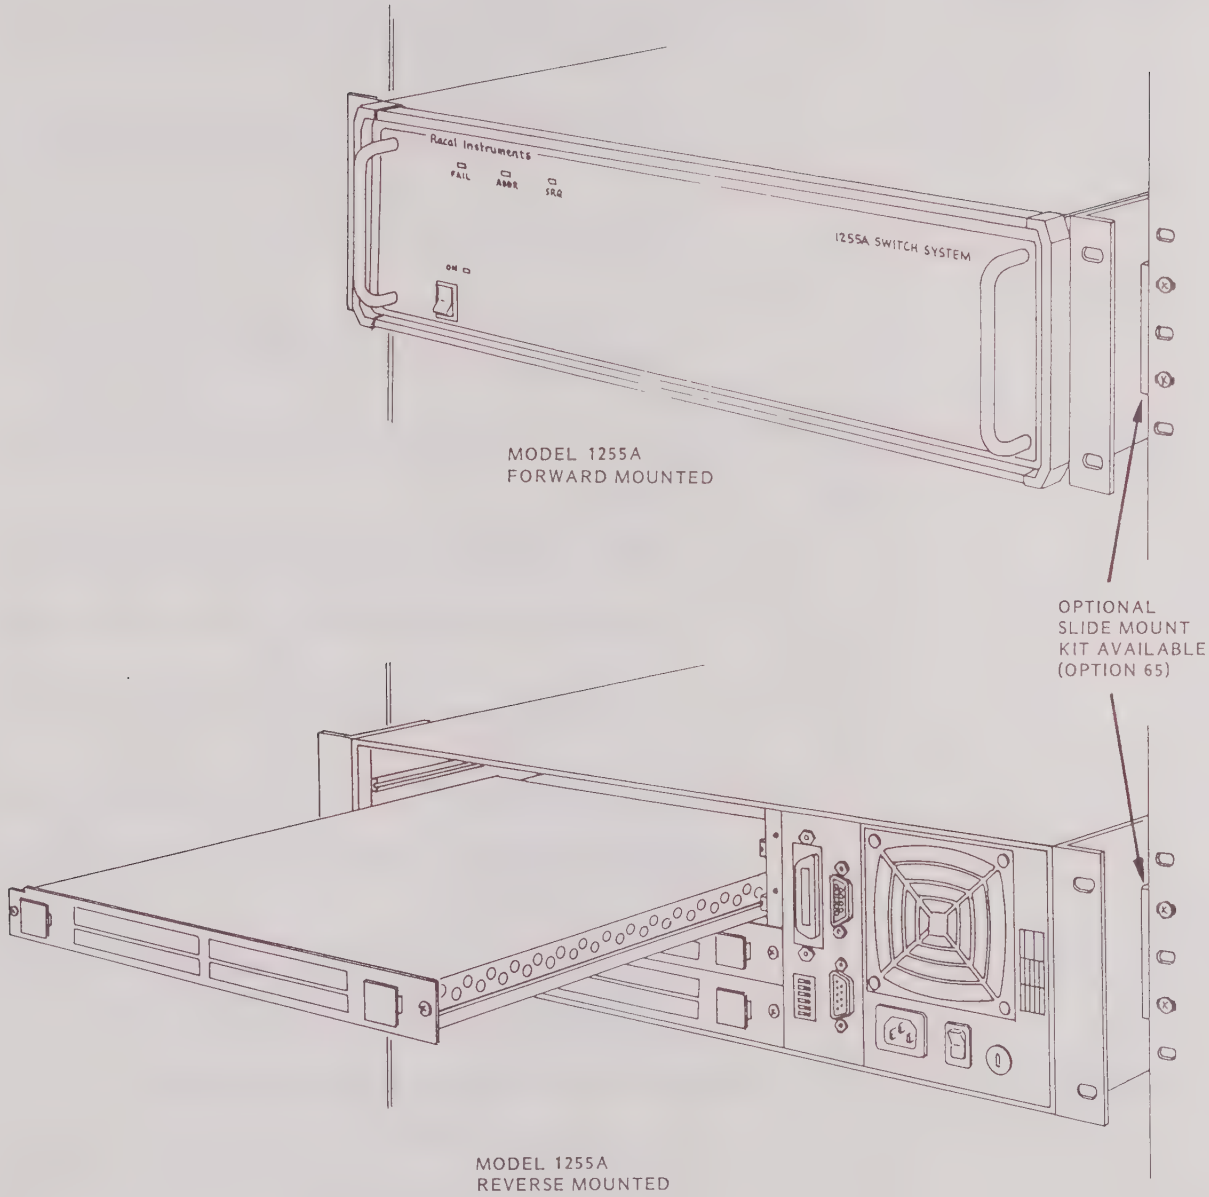

Figure 1-4 Forward and Reverse Rack Mounting
- **Forward or Reverse Rack Mounting.** You may rack mount the 1255A for access to either the front panel or the switching modules (see **Figure 1-4**).